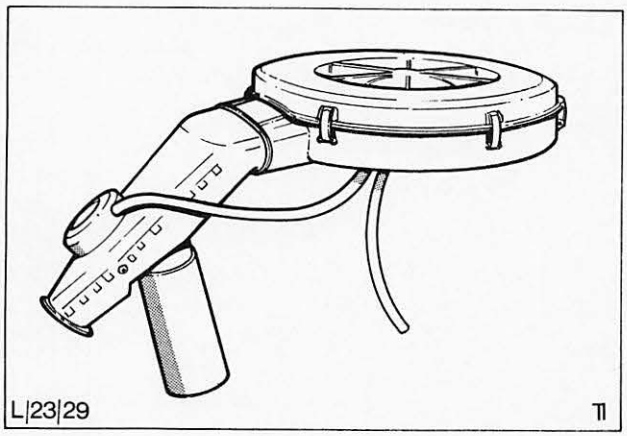

Abb. 9 Thermostatgeregelter Ansauggeräuschdämpfer (V6-Motor, deutsche Ausführung)
b) Thermostatgeregelter Ansauggeräuschdämpfer, Abb. 9